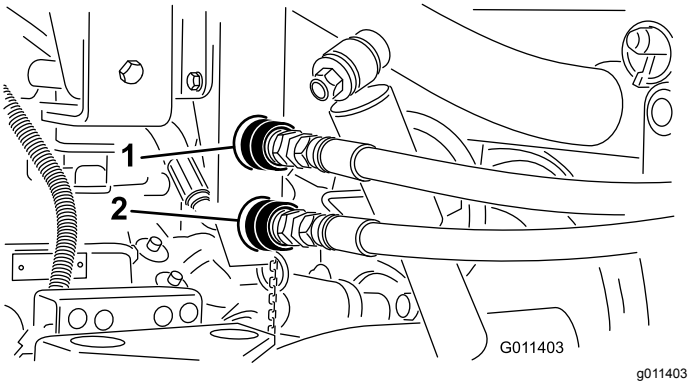

Figure 18
1. Clean any dirt from the topdresser hose quick couplers (Figure 18).
Note: The couplers shown in Figure 18 are from vehicles with serial numbers 239999999 and before.